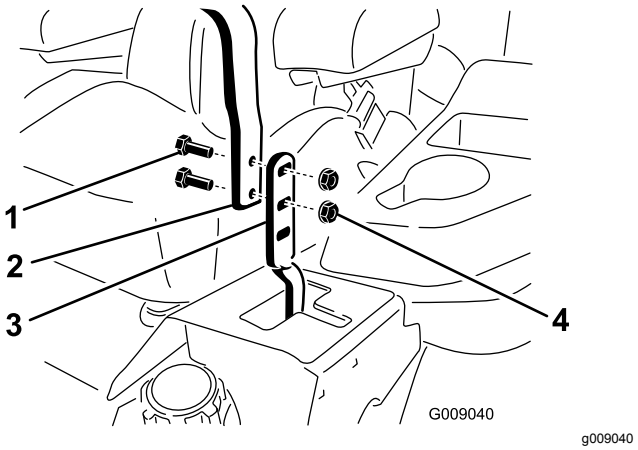

**Figuur 87**
3. Draai de bouten en flensmoeren van de hendels los (Figuur 87).